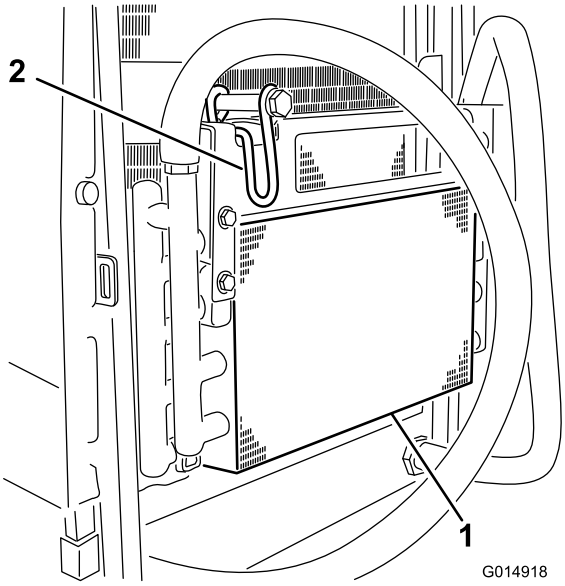

Figuur 59
6. Draai de vergrendeling naar binnen om de oliekoeler los te maken (Figuur 59).